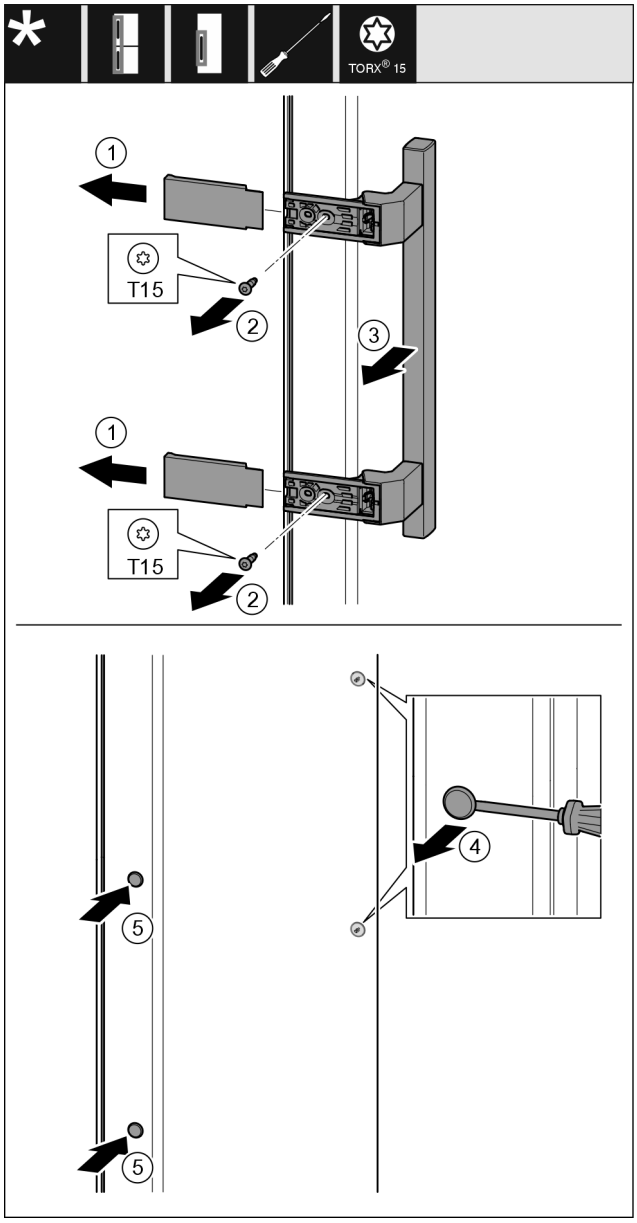

Fig. 35
- ▶ Noņemiet pārsegu *Fig. 35 (1)*.
- ▶ Ar skrūvgriezi izskrūvējiet skrūves *Fig. 35 (2)*.
- ▶ Noņemiet rokturi *Fig. 35 (3)*.
- ▶ Paceliet uzmanīgi ar plakano skrūvgriezi un izvelciet ārā sānu aizbāzni *Fig. 35 (4)*.
- ▶ Ievietojiet atpakaļ aizbāzni *Fig. 35 (5)* otrajā pusē.